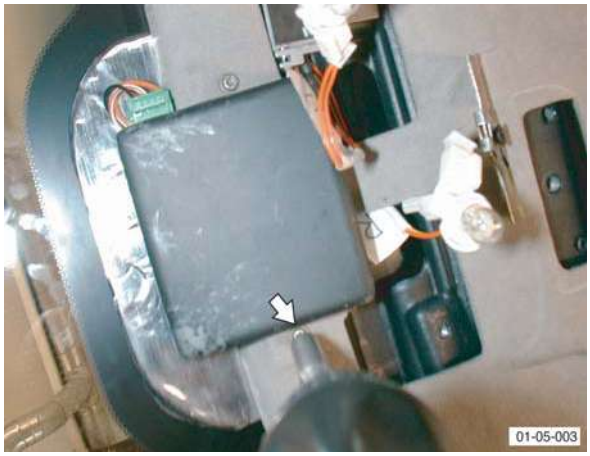

Figure 1
3. Remove screw securing courtesy light console to header (see Figure 1).